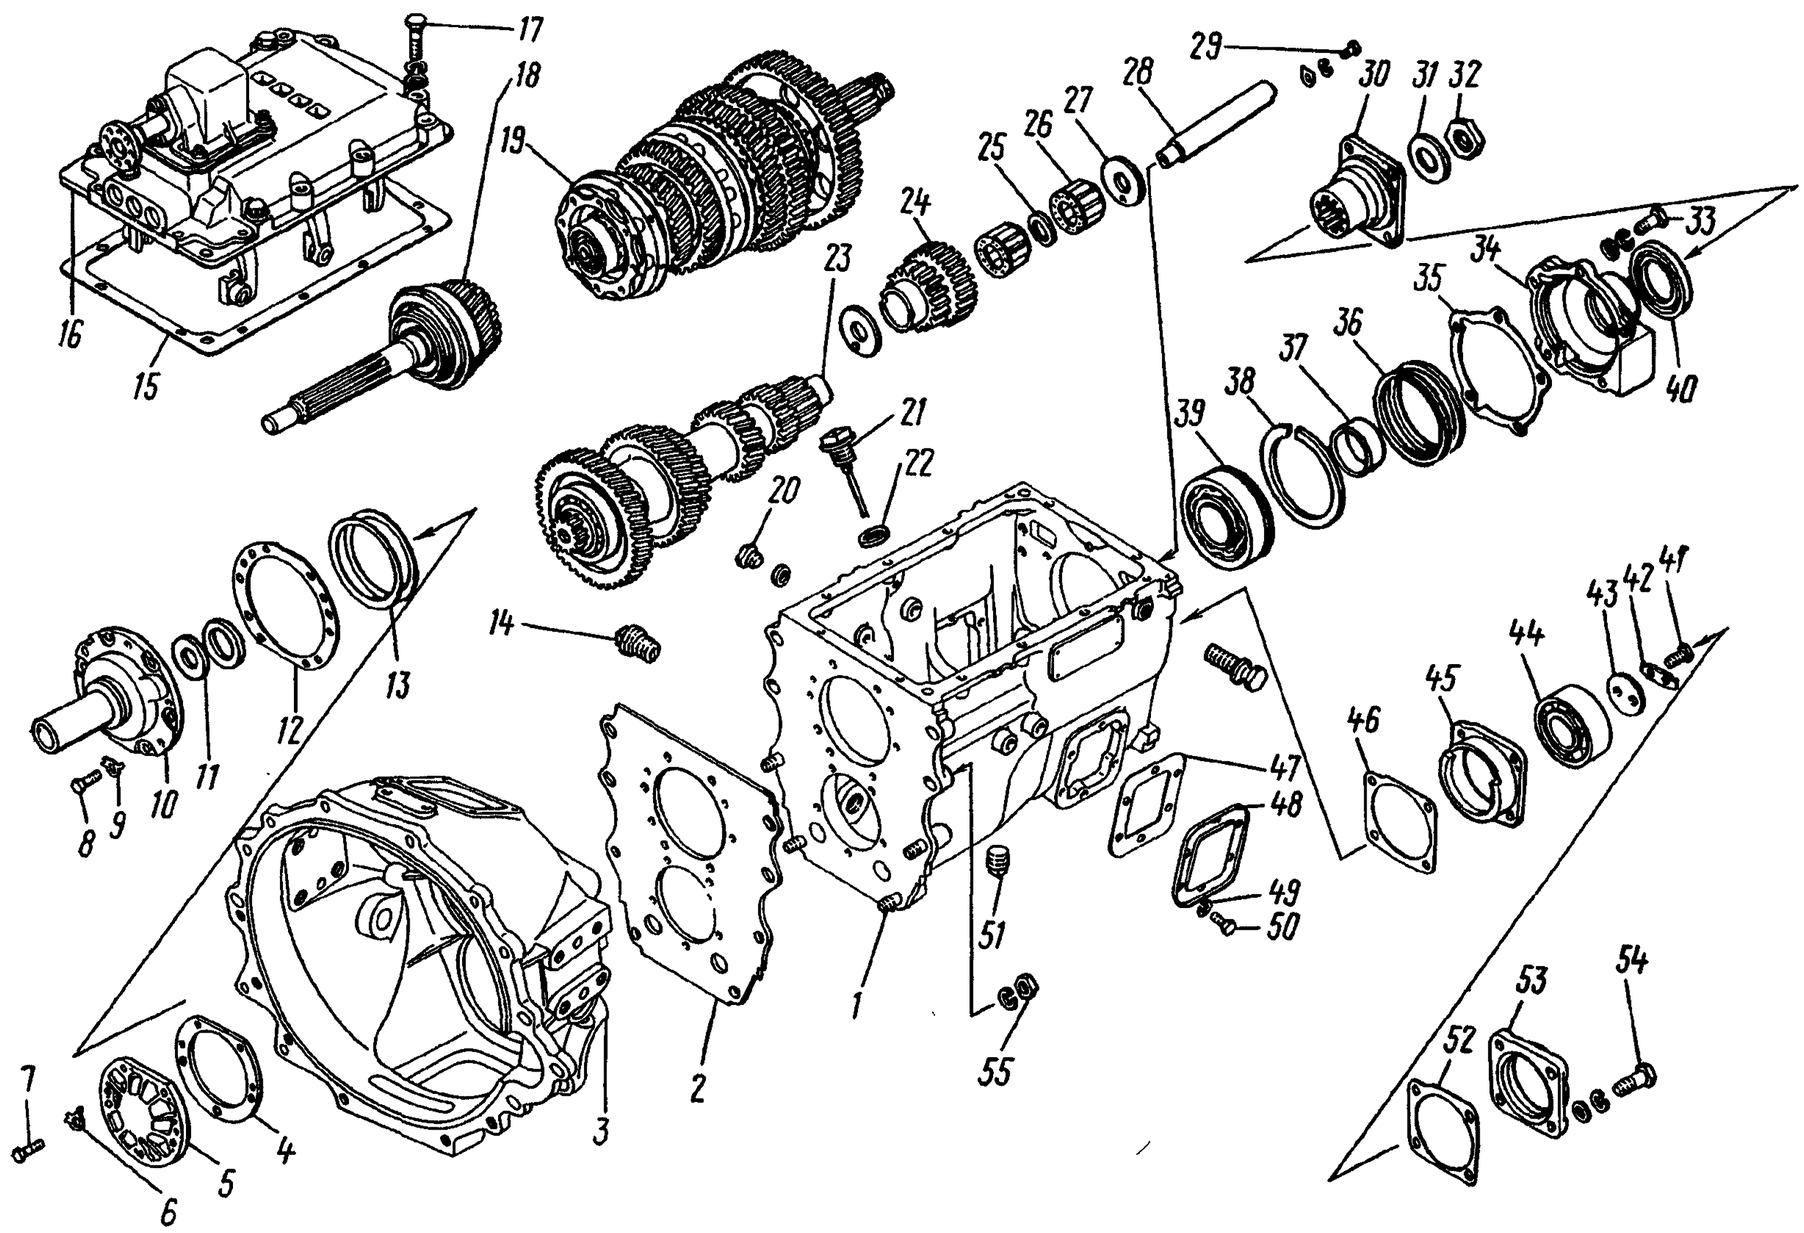
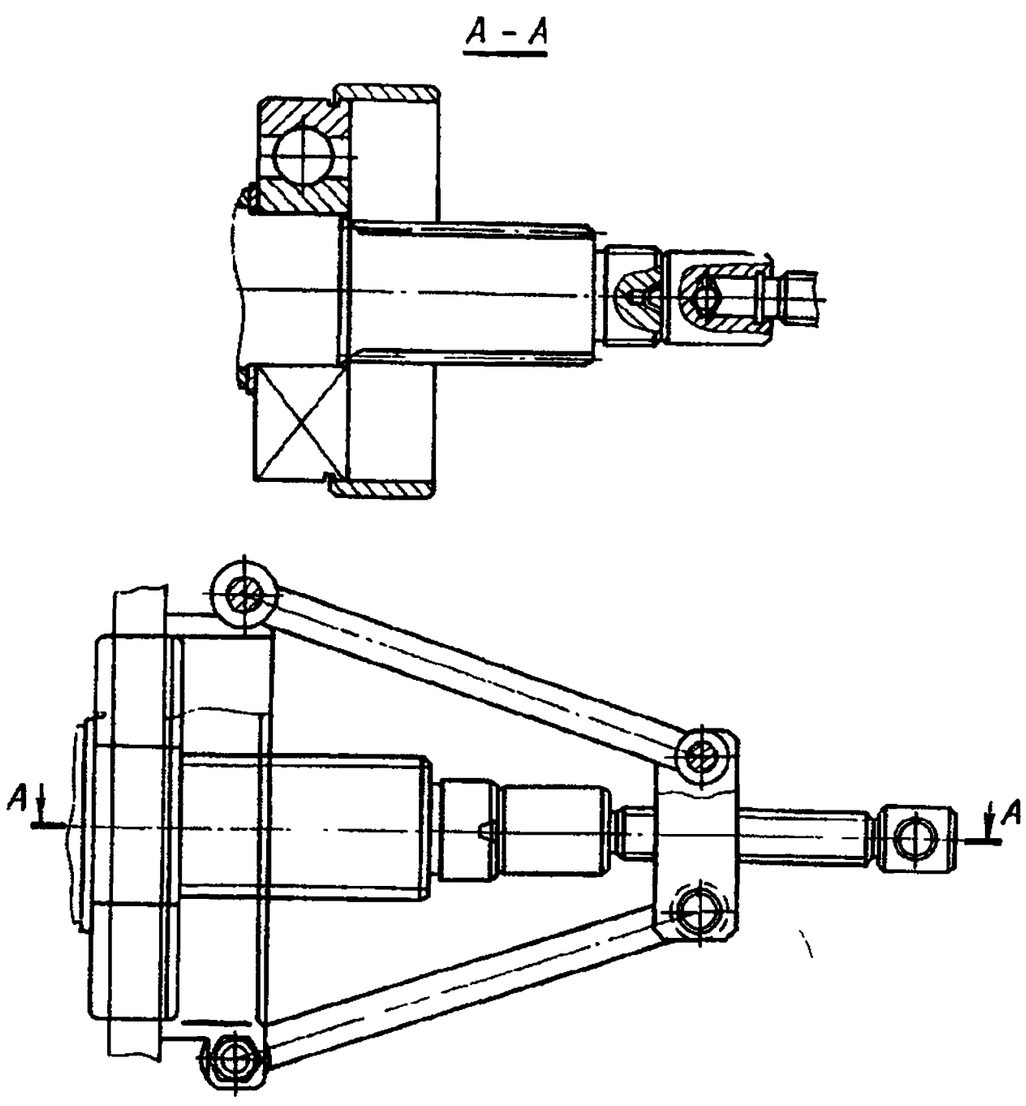
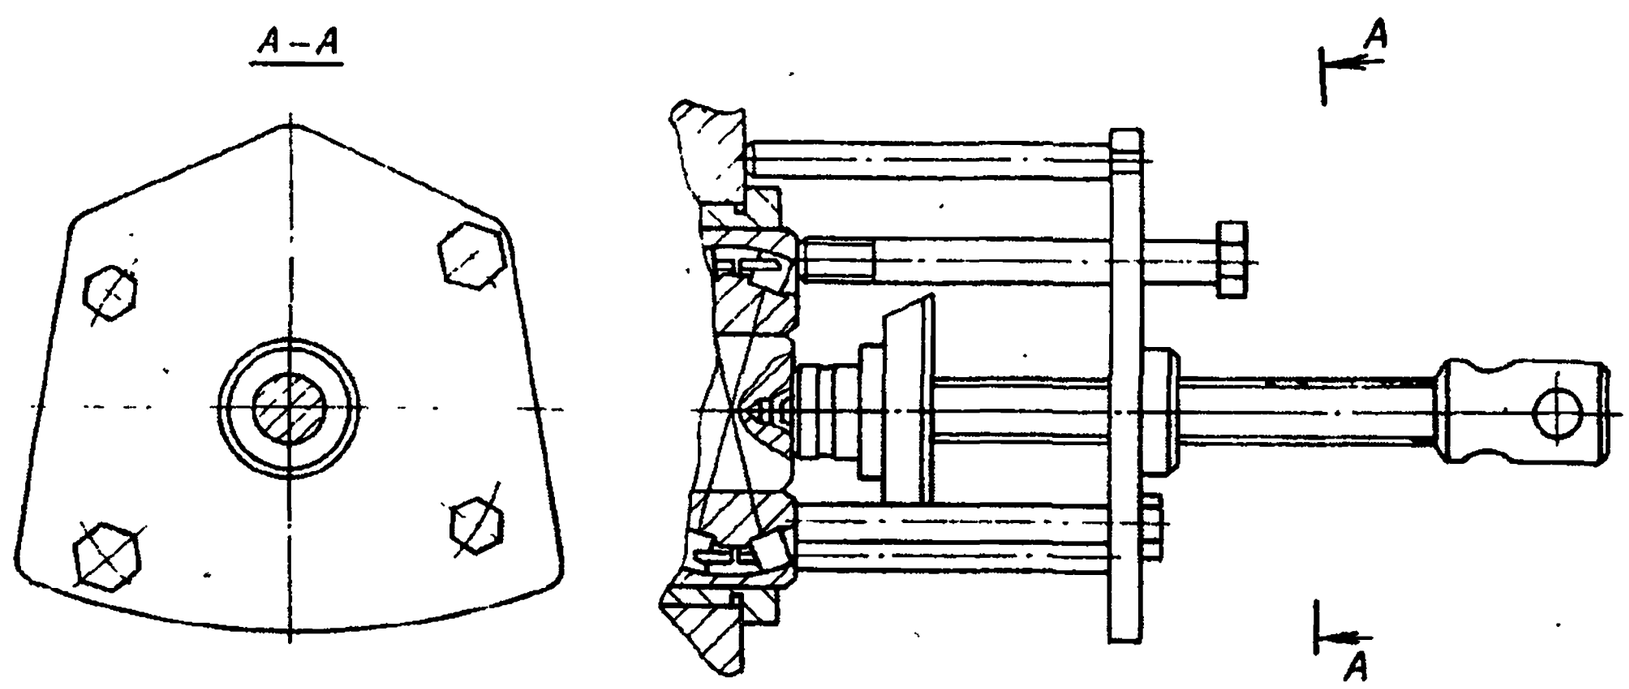

Рис. 139. Коробка передач:
Рис. 140. Снятие заднего подшипника ведущего вала съемником
Рис. 141. Снятие заднего подшипника ведущего вала со стаканом
2. Выверните маслоуказатель *21* (рис. 139) уровня масла с прокладкой *22* из картера *1* коробки передач	Ключ 27 мм
16. Выпрессуйте съемником (рис. 140) подшипник *39* (см. рис. 139)	Кран-балка, трос, съемник
18. Выпрессуйте приспособлением (рис. 141) подшипник *44* (см. рис. 139) со стаканом *45*, снимите прокладку *46*	Приспособление
21. Расстопорите крепление оси блока зубчатых колес заднего хода, вывернув болт *29* (см. рис. 139)	Сменная головка 17 мм, вороток
22. Выпрессуйте съемником (рис. 143) ось *28* (см. рис. 139) блока зубчатых колес заднего хода	Съемник
30. Установите ведомый вал *19* (см. рис. 139) в сборе на верстак	Слесарный верстак, кран-балка, трос
45. Установите промежуточный вал *23* в сборе (см. рис. 139) на верстак	Верстак слесарный
50. Установите верхнюю крышку *16* коробки передач (см. рис. 139) на верстак	Слесарный верстак